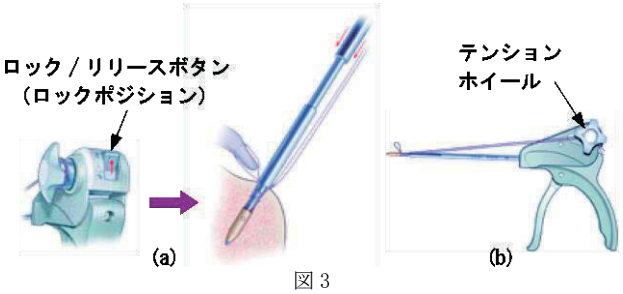

図 3
8. ガンを前方に軽く押しながら、縫合糸を引いて修復箇所を引き寄せます(図 3(a))。縫合糸に張力をかけた状態でガンのテンションホイールに縫合糸をセットします。縫合糸をテンションホイールにセットするときは、縫合糸の両端に同じ力がかかるようにします。縫合糸をテンションホイールに時計回りに 1 回転させ、1 度強く引いてテンションホイールに巻きつけます（図 3(b))。テンションホイールを時計回りに回転させ、縫合糸にさらに張力をかけていきます。最大で 2 本の縫合糸をテンションホイールにセットできます。